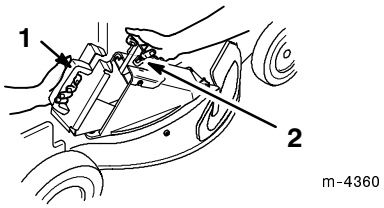

**Figure 52**
3. Open the discharge door by moving handle rearward (Fig. 52) and hold it open while inserting the plug.